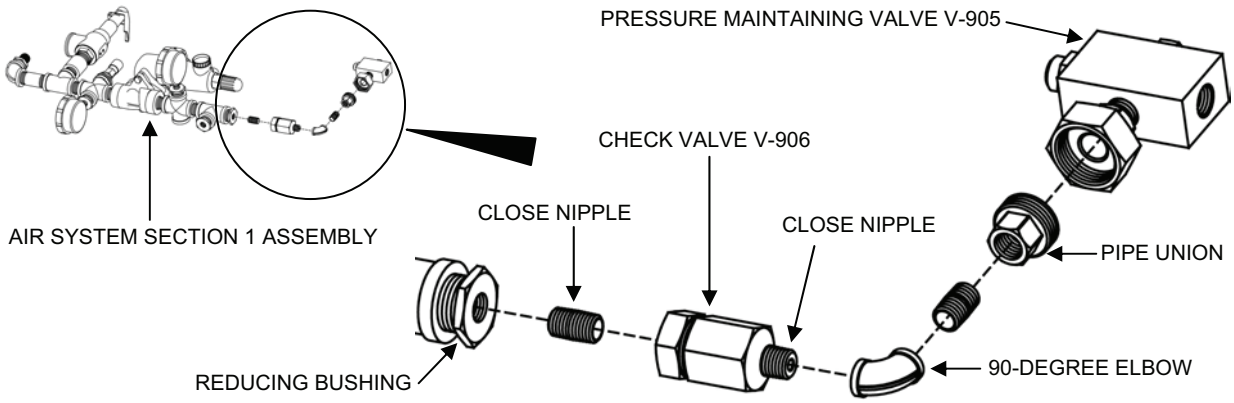

Figure 8. Low-Pressure Check Valve V-906.
3. Remove Low-Pressure Check Valve V-906 from the Air System Section 1 assembly as follows (see Figure 8):
5. Install new Check Valve V-906 onto the Air System Section 1 assembly as follows (see Figure 8):
Make sure the direction of flow for the Check Valve is correct. See Figure 8 for correct positioning of the Check Valve. Care must be taken not over-tighten. Loosening the connection once tightened could cause the connection to leak.
b. Thread the ¼-in., 90-degree elbow onto the other close nipple on the check valve and tighten. Make sure that the position of the ¼-in., 90-degree elbow matches Figure 8.